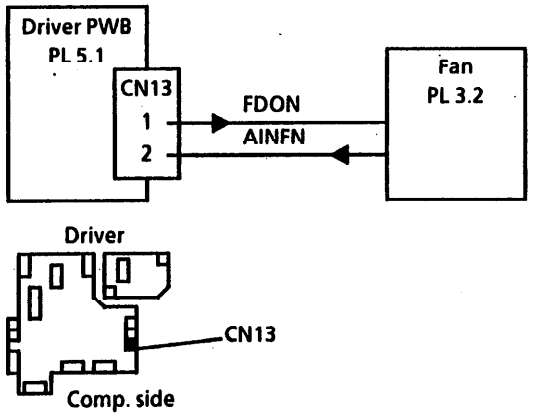

Рис. 1. Управление вентилятором
3. Проверьте двигатель вентилятора (заднего) (Рис. 1). Отключите питание аппарата. Отсоедините разъем CN13 на драйверной печатной плате. Измерьте сопротивление между контактами разъема жгута проводов вентилятора.